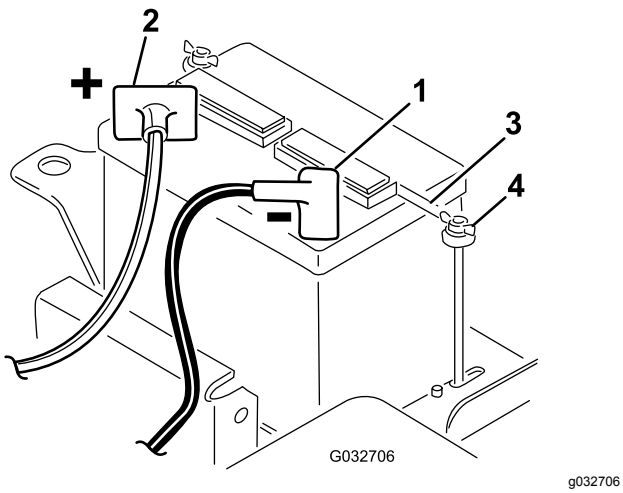

Figur 5
2. Kople de positive batterikablene (røde) fra startsolenoiden til den positive polen (+) på batteriet (Figur 5). Fest den med en låseskrue og mutter.
5. Monter batteriklemmene og -skivene, og fest dem med vingemuttere (Figur 5).